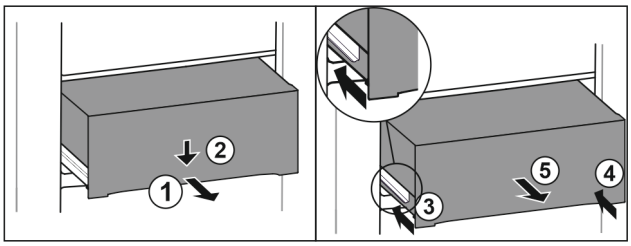

Fig. 185
▶ Tirer le tiroir jusqu'à mi-chemin. *Fig. 185 (1)*
▶ Appuyer sur l'avant du tiroir vers le bas. *Fig. 185 (2)*
▶ Insérer le rail gauche d'env. 2 cm. *Fig. 185 (3)*
▶ Insérer le rail droit d'env. 2 cm. *Fig. 185 (4)*
▶ Retirer le tiroir par l'avant. *Fig. 185 (5)*